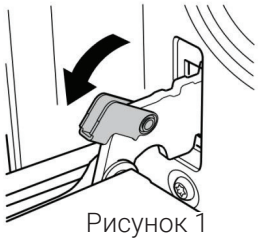

Рисунок 1
1. Откройте дверцу до максимального угла и отведите фиксатор на петле дверцы назад (см. рисунок 1). Фиксаторы расположены с обеих сторон дверцы.